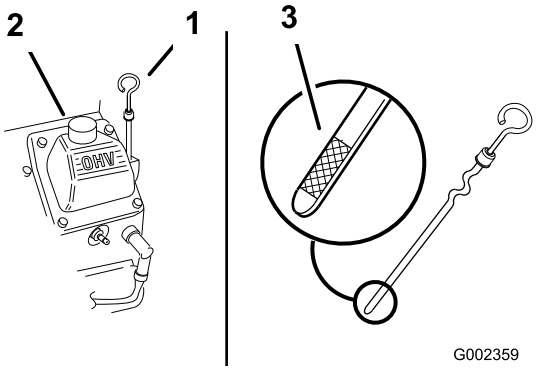

Figur 16
2. Rengør området omkring målepinden (Figur 16), så der ikke trænger snavs ned i påfyldningshullet og beskadiger motoren.
3. Fjern målepinden, tør den af, og sæt den tilbage igen så den sidder helt i bund (Figur 16).
Oliestanden bør nå op til "Full"-mærket på målepindens metalende (Figur 16).
5. Hvis olieniveauet er under "Full"-mærket, skal du fjerne påfyldningsrørets dæksel (Figur 16) og fylde olie på, indtil niveauet når "Full"-mærket på målepinden. **Fyld ikke for meget på.**